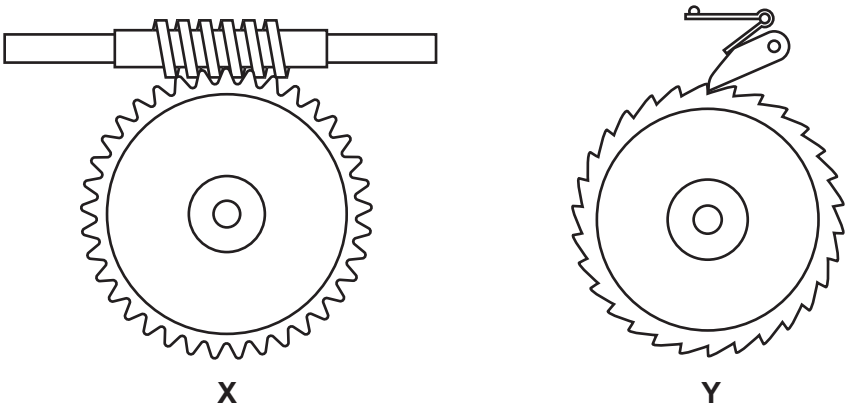

**Fig. 11.4**
**(c)** Fig. 11.4 shows two methods that can be used to prevent reverse rotation in a mechanism.